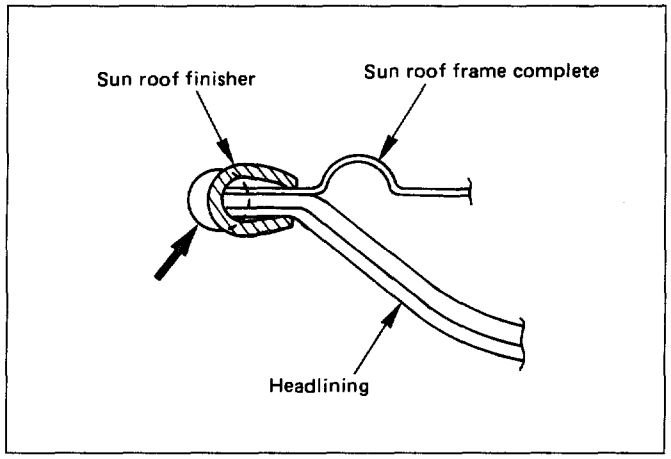

Fig. 10-234
3. To install the sun roof finisher, first fit it in at one place with the head lining close to the sun roof frame complete, then install entire finisher tightly by hitting it with a plastic hammer, not allowing it to move up. (Fig. 10-234)